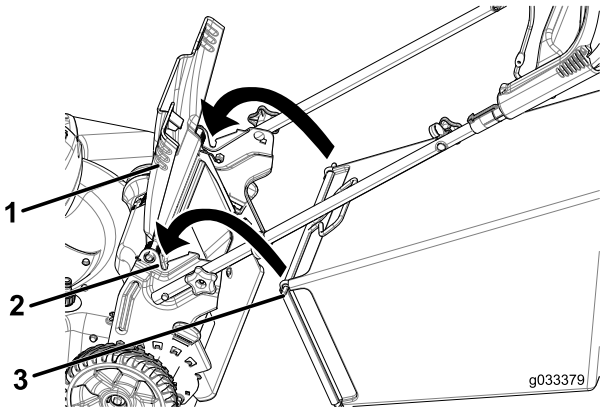

Bild 22
1. Heben Sie das hintere Ablenkblech an und halten Sie es hoch (Bild 22).
2. Setzen Sie den Grasfangkorb ein, stellen Sie sicher, dass die Stifte am Fangkorb in den Kerben am Griff sind (Bild 22).